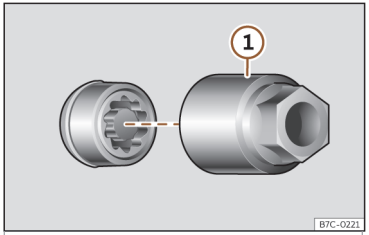

Abb. 36 Diebstahlhemmende Radschraube mit Abdeckkappe und Adapter
- Schieben Sie den Spezialadapter ››› **Abb. 36** ① (Bordwerkzeug››› **Seite 45**) bis zum Anschlag in die diebstahlhemmende Radschraube.